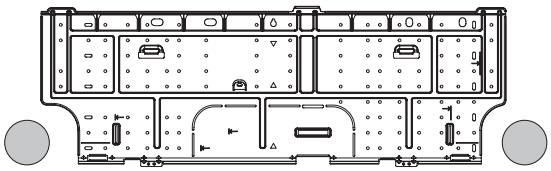

Fig. 2-248
(1) Attach the rear panel to the wall with the 8 screws provided. (Fig. 2-248)